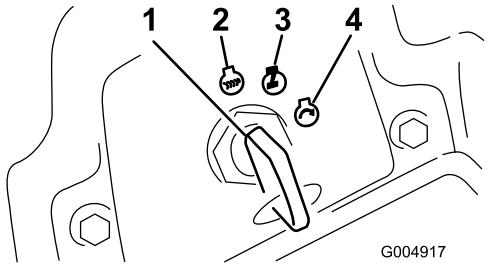

Figuur 16
6. Draai het contactsleuteltje naar rechts op Lopen (Figuur 16).
3. Draai het contactsleuteltje op Uit (Figuur 16). Zet de motor af en wacht totdat alle bewegende onderdelen tot stilstand zijn gekomen voordat u de bedieningspositie verlaat.